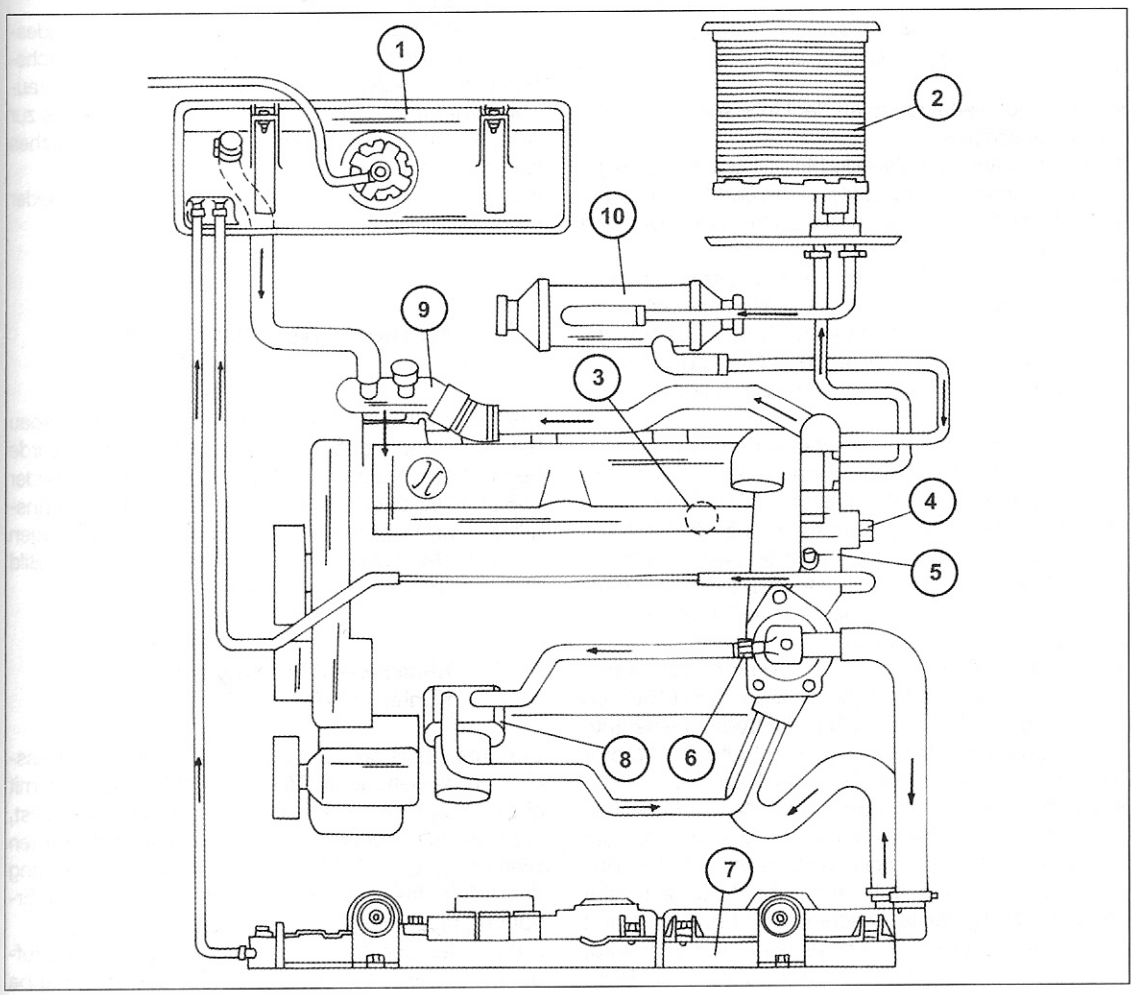

Bild 153
- Die oder den Ablassstopfen wieder einschrauben oder den Kühlerschlauch anschließen. Den Stopfen im Zylinder mit 25 Nm anziehen. Unbedingt eine gute Abdichtung herstellen. Bei einem 2.0-Liter-HDi-Motor die Entlüftungsschraube (6) in Bild 153 öffnen.